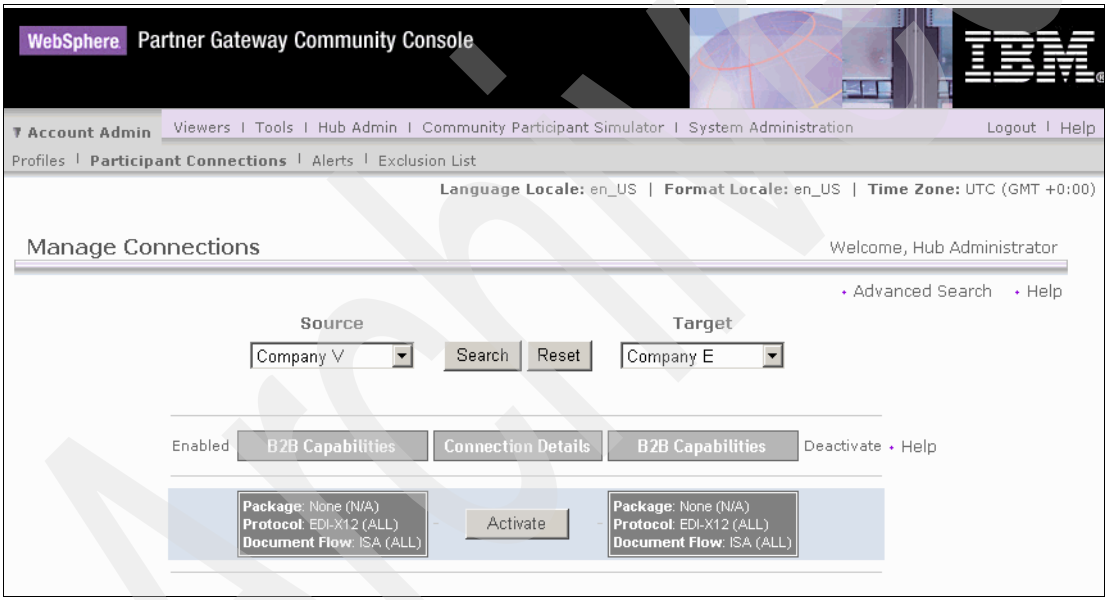

Figure 13-17 List of possible participant connections
3. The possible participant connections are shown in Figure 13-17.